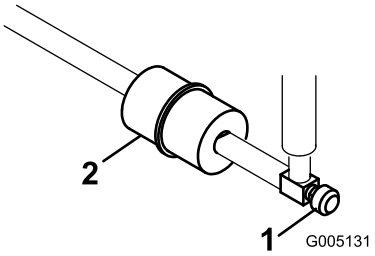

Bild 50
In die Kraftstoffleitung ist zwischen dem Kraftstofftank und dem Vergaser ein Filter eingebaut (Bild 50). Tauschen Sie diesen Filter alle 800 Betriebsstunden oder vorher aus, wenn der Kraftstoffluss beeinträchtigt wird. Stellen Sie sicher, dass der Pfeil am Filter vom Kraftstofftank weg ausgerichtet ist.
1. Schließen Sie den Kraftstoffhahn, lockern die Schlauchklemme an der Vergaserseite des Filters und ziehen die Kraftstoffleitung vom Filter ab (Bild 50).
2. Stellen Sie ein Auffanggefäß unter den Filter, lockern die verbliebene Schlauchklemme und entfernen den Filter (Bild 50).